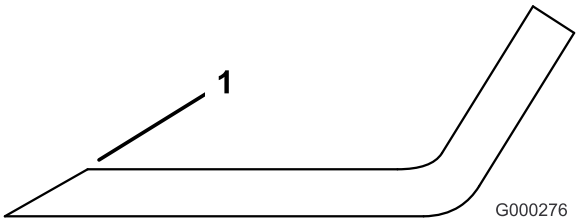

Figur 81
1. Slipa eggarna i båda ändar av kniven med en fil (Figur 81). Behåll ursprungsvinkeln. Kniven behåller balanseringen om samma mängd material avlägsnas från båda eggarna.